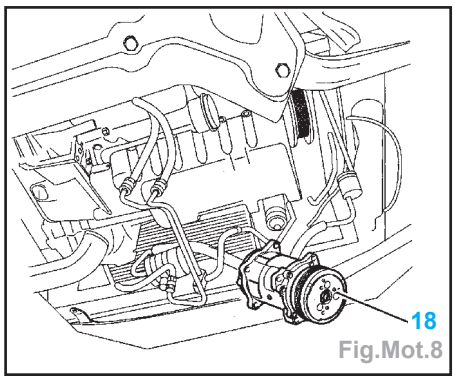

Fig.Mot.8
- Sans ouvrir le circuit de fluide frigorigène, écarter le compresseur de climatisation (18) (Fig.Mot.8).